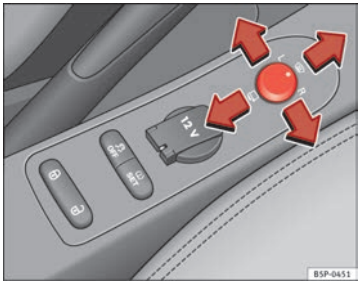

Abb. 88 Drehknopf für Außenspiegeleinstellung
1. Drehen Sie den Drehknopf ⇒Abb. 88 zunächst in Stellung **L** (**linker Außenspiegel**). ▶
– Drehen Sie den Drehknopf ⇒ Abb. 88 in Stellung, um die Außenspiegel anzuklappen. Sie sollten die Außenspiegel immer anklappen, wenn Sie eine automatische Waschanlage durchfahren, um Beschädigungen zu vermeiden.